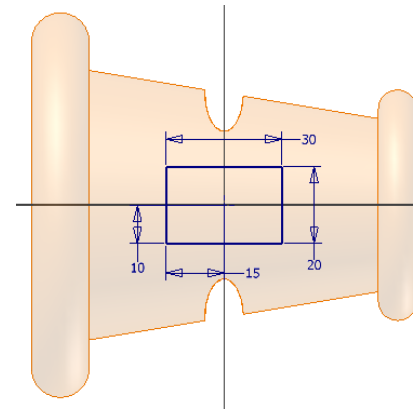

Figure 18-60 *Sketch drawn on the offset plane*
2. Select this plane as the sketching plane and draw the sketch, as shown in Figure 18-60.
10. Turn on the visibility of the sketch that was used to split the base surface, refer to Figure 18-60.